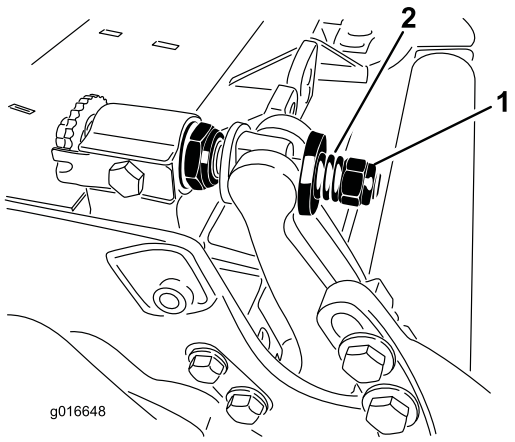

**Figuur 31**
3. Draai de borgmoeren aan beide kanten gelijkmatig vast tot u de buitenste stalen ringen niet meer kunt draaien met de hand. Draai de borgmoeren dan los tot de buitenste stalen ringen net kunnen worden gedraaid met de hand, maar de snijbalk geen eindspeling vertoont. (Figuur 31).
10. Draai de moer van elke snijbalkafsteller vast tot de drukveer volledig ingedrukt is. Draai vervolgens de moer een halve slag los (Figuur 31).